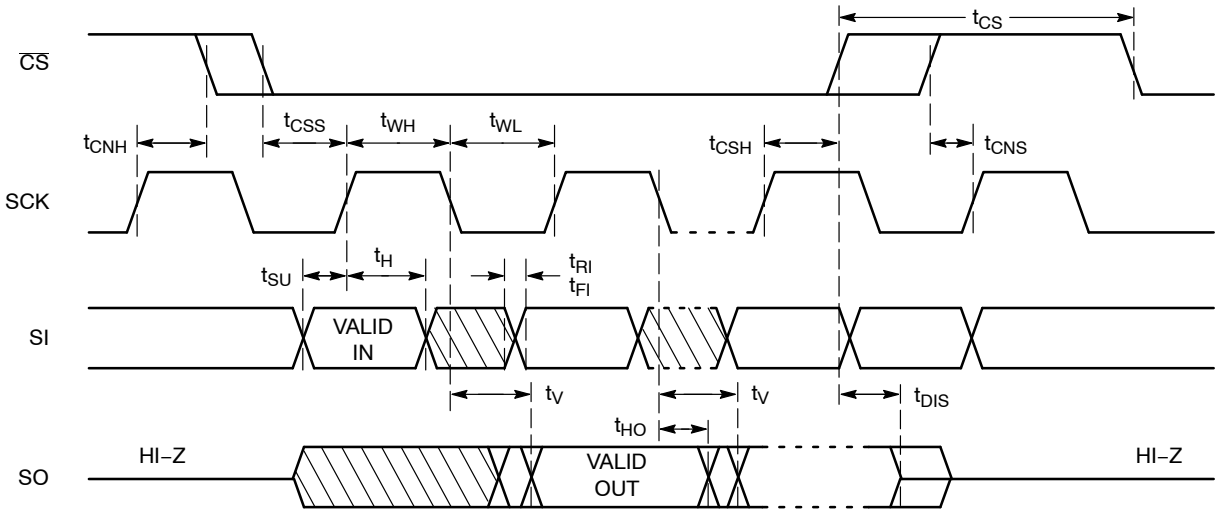

Figure 2. Synchronous Data Timing
7. **All Chip Select (CS) timing parameters are defined relative to the positive clock edge (Figure 2). t_{CSH} timing specification is valid for die revision C and higher. The die revision C is identified by letter "C" or a dedicated marking code on top of the package. For previous product revision (Rev. B) the t_{CSH} is defined relative to the negative clock edge.**
After a high to low transition on the $\overline{CS}$ input pin, the CAT25080/160 will accept any one of the six instruction op−codes listed in Table 9 and will ignore all other possible 8−bit combinations. The communication protocol follows the timing from Figure 2.